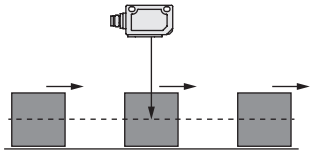

Bild 4: Einstellung des Schaltpunkts
- Im Teach-in lernt der Sensor die Entfernung zum Objekt. Für die Abtastung von Objekten, die seitlich in das Schalfeld eintreten (vgl. Bild 4), sollte eine 8-10 % größere Entfernung eingelernt werden, damit der Sensor die Objekte immer sicher erkennt.